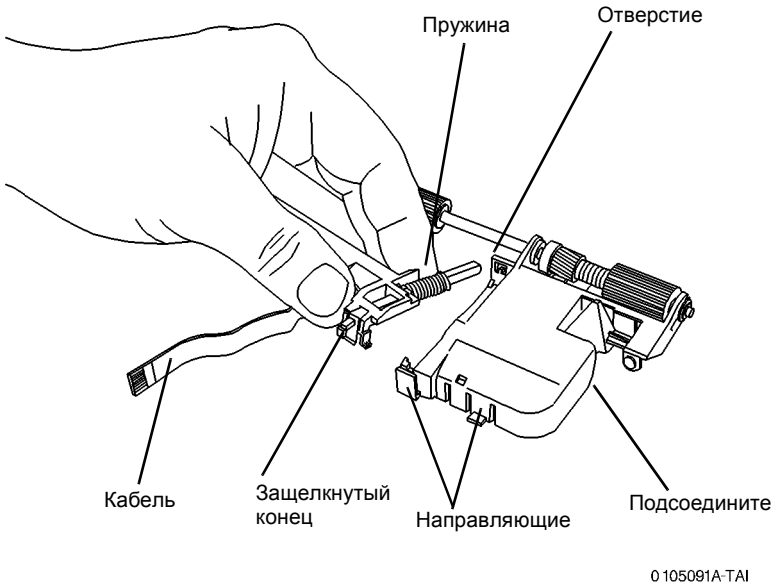

Рисунок 3 Установка привода ролика подачи
1. Установите привод ролика подачи (Рисунок 3).